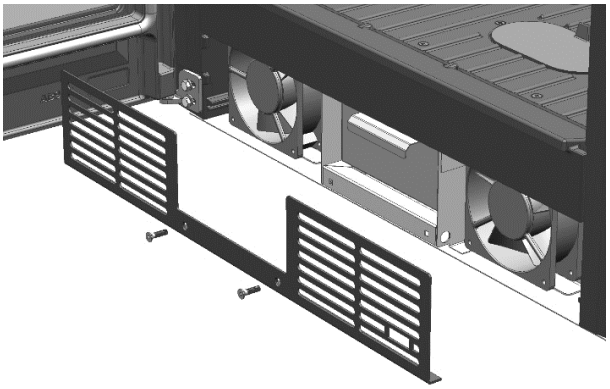

FIG. 5
1. Soltar la rejilla frontal aflojando los tornillos que lo sujetan (Fig.5).